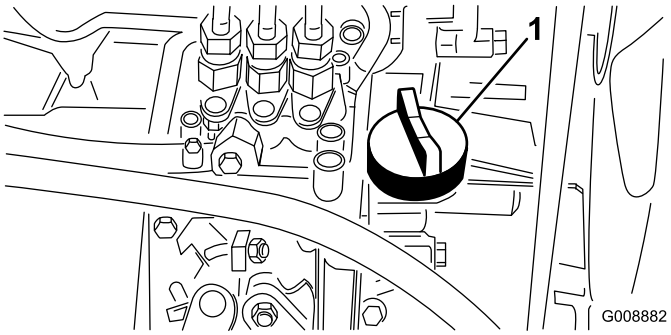

**Figur 21**
4. Om oljenivån är låg tar du bort påfyllningslocket (Figur 21) och tillsätter gradvis små mängder olja samtidigt som du kontrollerar nivån, tills nivån når märket FULL på oljestickan.